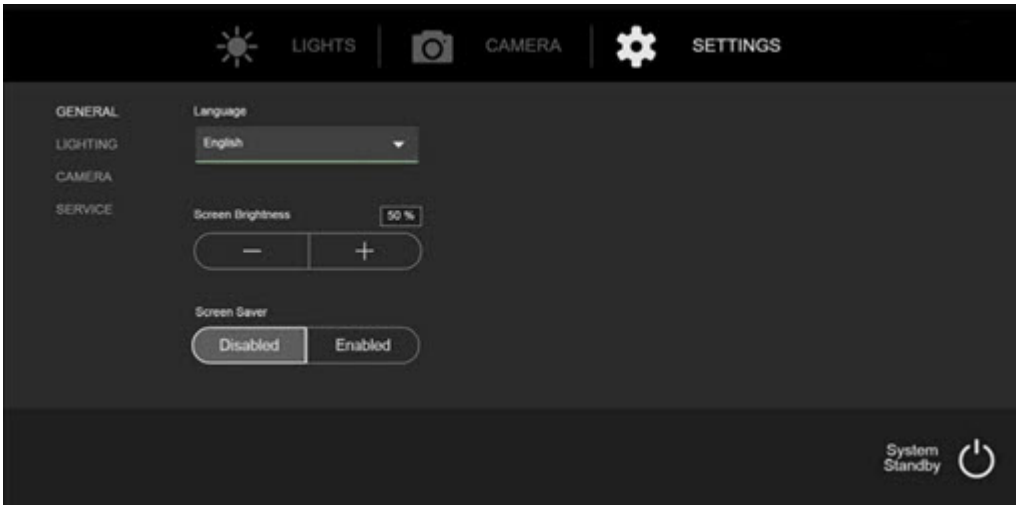

Figure 6-38. Select Language
1. Press Settings button on IWC. See *Figure 6-38*.